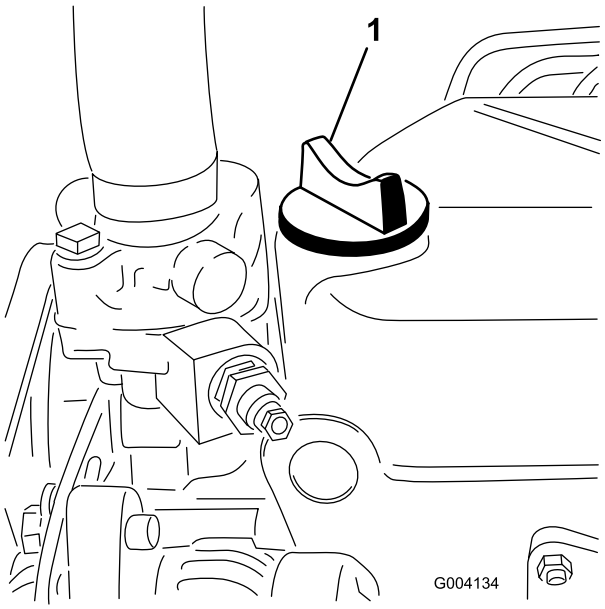

Figura 22
5. Se o nível de óleo se encontrar abaixo da marca Full da vareta, retire a tampa de enchimento (Figura 22) e adicione óleo até que o nível atinja a marca FULL. **Não encha demasiado.**